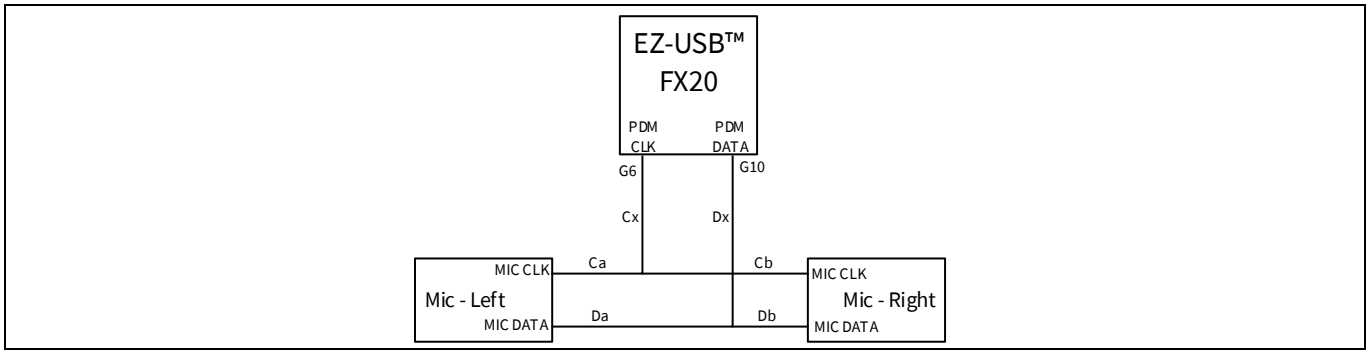

Figure 11 Connecting two microphones to EZ-USB™ FX20
- If two microphones are used in the design, length-match the data to the clock for each microphone separately. Figure 11 shows how to connect two microphones to EZ-USB™ FX20. Length-match Cx and Dx, Ca and Da, Cb, and Db individually, all within ± 30 mils